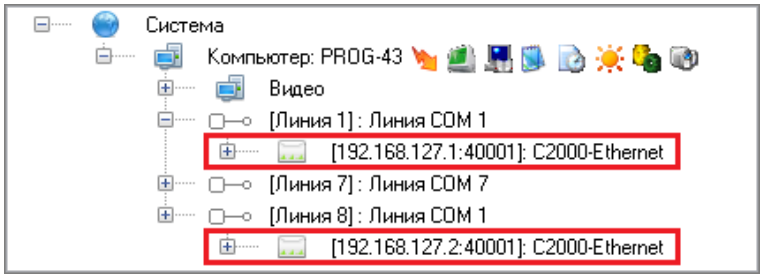

Рисунок 6-95 Приборы С2000-Ethernet на измененной и добавленной линиях виртуального порта
- На измененной и добавленных линиях появится приборы С2000-Ethernet с настройками порта, которые были заданы в мастере изменении протокола (см. Рисунок 6-95);